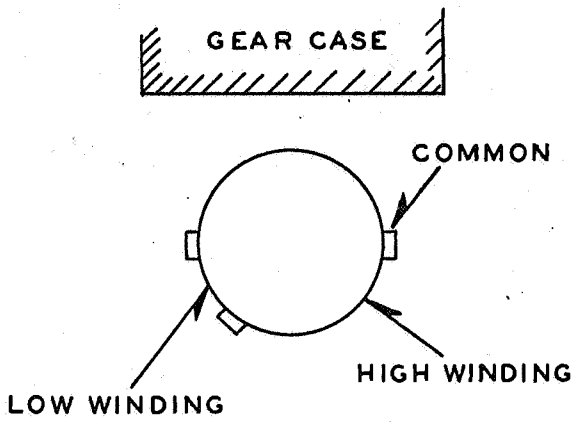

Fig. 3
A. General: Magnets must be screwed into the slot housing so tightly that they cannot be removed except with a wrench. Slow acting magnet must have name plate located in front. Ordinary acting magnet must have its terminals within 15° of the position shown in Fig. 3.